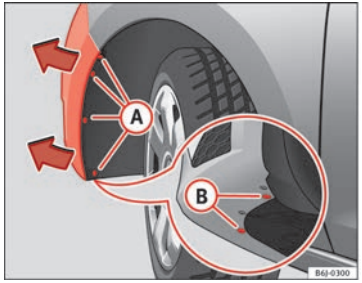

Fig. 162 Fog light: access to the connector and to the light bulb holder
– Remove the 4 screws (A) ⇒ Fig. 162 from the inside of the wheel housing and the 2 bottom screws (B) ⇒ Fig. 162 from the bumper using a screwdriver.